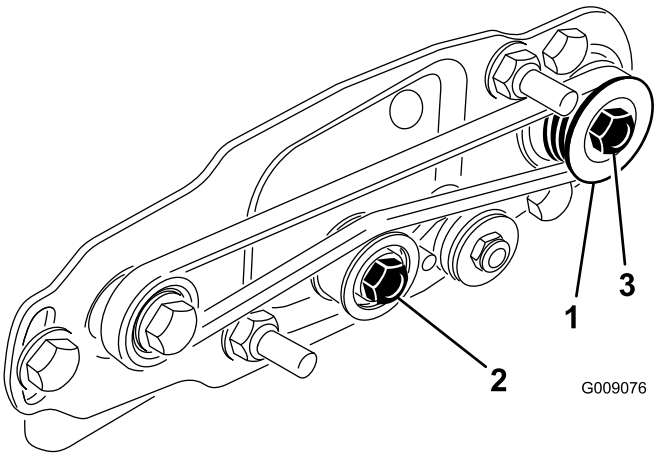
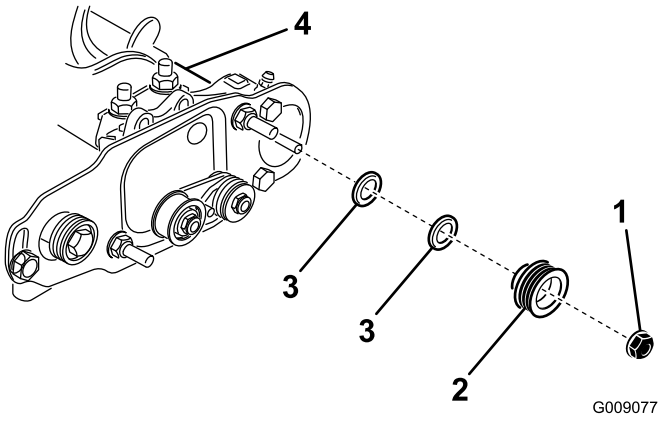

Figure 23
Figure 24
1. La poulie menée (au niveau de l'arbre de la brosse) peut bouger vers l'intérieur ou l'extérieur (Figure 23).
2. Tout en tournant le cylindre, ce qui entraîne la poulie d'entraînement, déchaussez la courroie de la poulie (Figure 23).
3. Retirez le contre-écrou qui fixe la poulie menée à l'arbre de la brosse (Figure 23 ou Figure 24).
4. Déposez la poulie menée de l'arbre (Figure 24).
5. Si la poulie a besoin d'être déplacée vers l'extérieur, ajoutez une entretoise de 0,8 mm d'épaisseur (Figure 24). Si la poulie doit être rapprochée de l'intérieur, retirez l'entretoise de 0,8 mm existante.